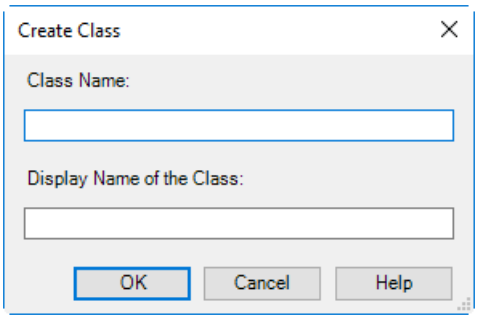

Figure P-2 *The* ***Create Class*** *dialog box*
6. Click on the **Mechanical Drivers** sub-node; it is highlighted. Next, right-click to display a shortcut menu and choose the **New** option; the **Create Class** dialog box is displayed, refer to Figure P-2.